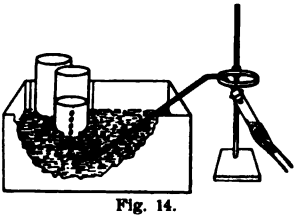

Fig. 14.
1. (Rule 16.) Fill a pneumatic trough (p.t.) with water to 1 or 2^{cm} above the shelf, and put it on one side of the sink. Next, place a ring stand (r.s.) at the end of the p.t. near a lamp (Fig. 14).
5. Light a Bunsen jet and, holding the lamp in the hand, heat the mixture in the t.t. (Fig. 14). Do not heat the t.t. too long in one place or it will melt, but move the flame and take it away for a few seconds after the gas begins to be liberated freely. The first of the gas coming through the orifice is air. After a minute, move a rec. over the orifice and collect the gas. Fill also the other recs. Watch for any action in the tube, and see how the gas rises in the recs. Describe, and give equation. As soon as the recs. are full and the heat is removed, take the d.t. out of the p.t. (but let it hang on the r.s.), or water will draw back and break the tube.